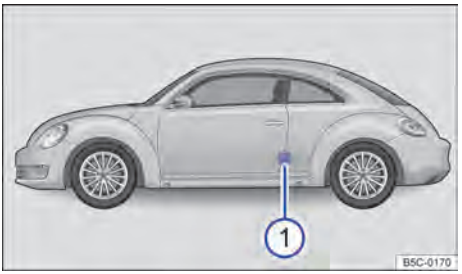

Fig. 150 Na coluna do condutor: etiqueta com as pressões dos pneus ① (alternativa ao lado interno da portinhola do tanque).
com as pressões dos pneus está na coluna da porta do condutor ⇒ Fig. 150 ① ou na parte interna da portinhola do tanque.